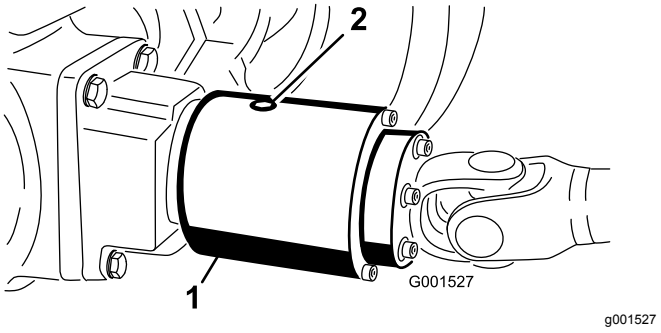

Figur 61
3. Drej koblingen, så kontrolproppen er rettet ind efter kl. 6-positionen. (Figur 61).